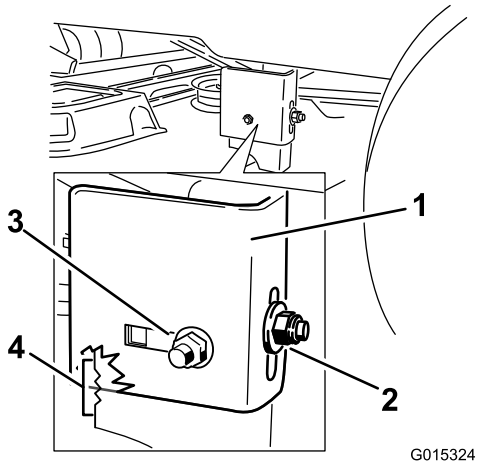
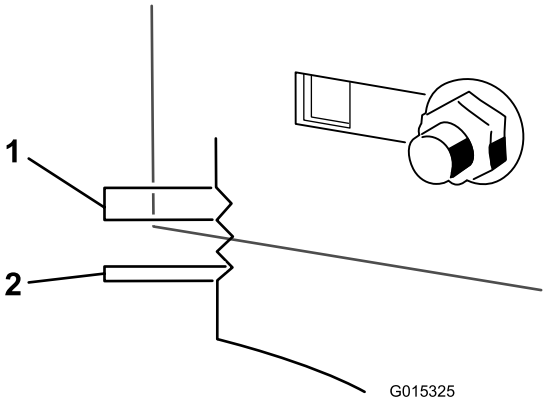

**Figur 60**
**Figur 61**
8. Løsne bakre låsemutter på hengerbraketten (Figur 60).
9. Løsne sidelåsemutteren på hengerbraketten, nok til at midtplaten kan justeres (Figur 60). Bruk hakkene på den sveisede braketten for å måle hvor mye som må justeres. Overflaten til hvert hakk er 6,3 mm, mens en enkelt side er 3,1 mm (Figur 61). Juster høyden på gressklipperen etter ønske.
10. Stopp klippeenheten på justert posisjon, og trekk til sidelåsemutteren på hengerbraketten for å feste den nye posisjonen (Figur 60). Stram til bakre låsemutter på hengerbraketten.